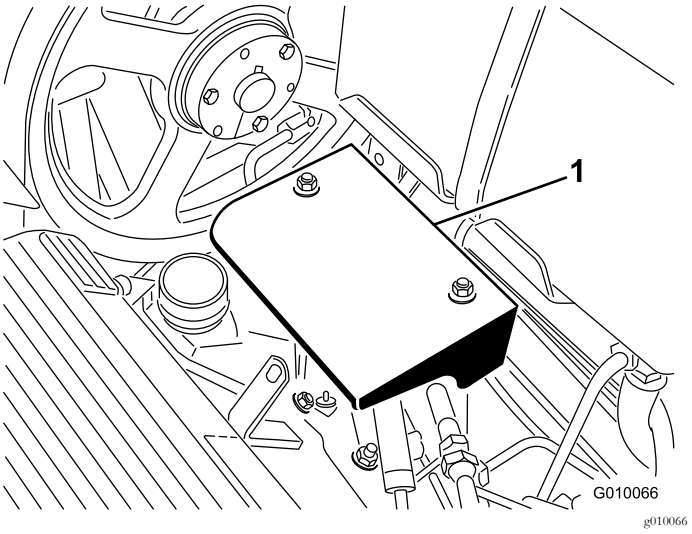

Rysunek 56
3. Odkręć dwie nakrętki montażowe osłony pompy i zdejmij osłonę (Rysunek 56).